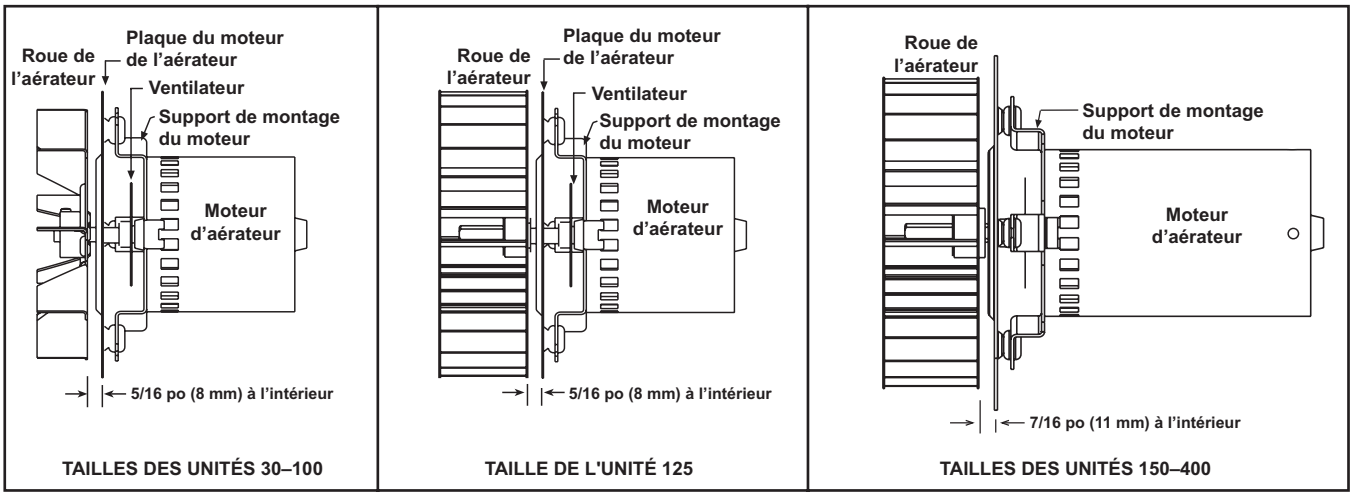

Figure 26. Moteur de l'aérateur et ensemble de la roue
6. Réassemblez avec un moteur d'aérateur et une roue de remplacement. Assurez-vous que la roue de l'aérateur est positionnée correctement sur l'arbre (voir **Figure 26**).